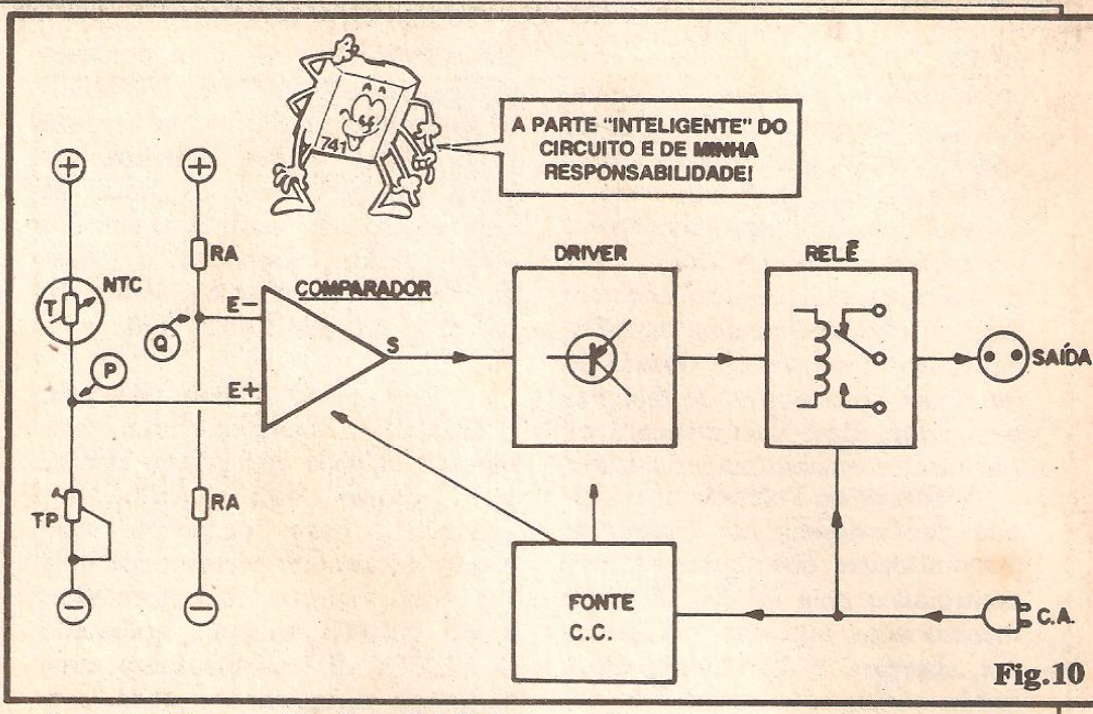
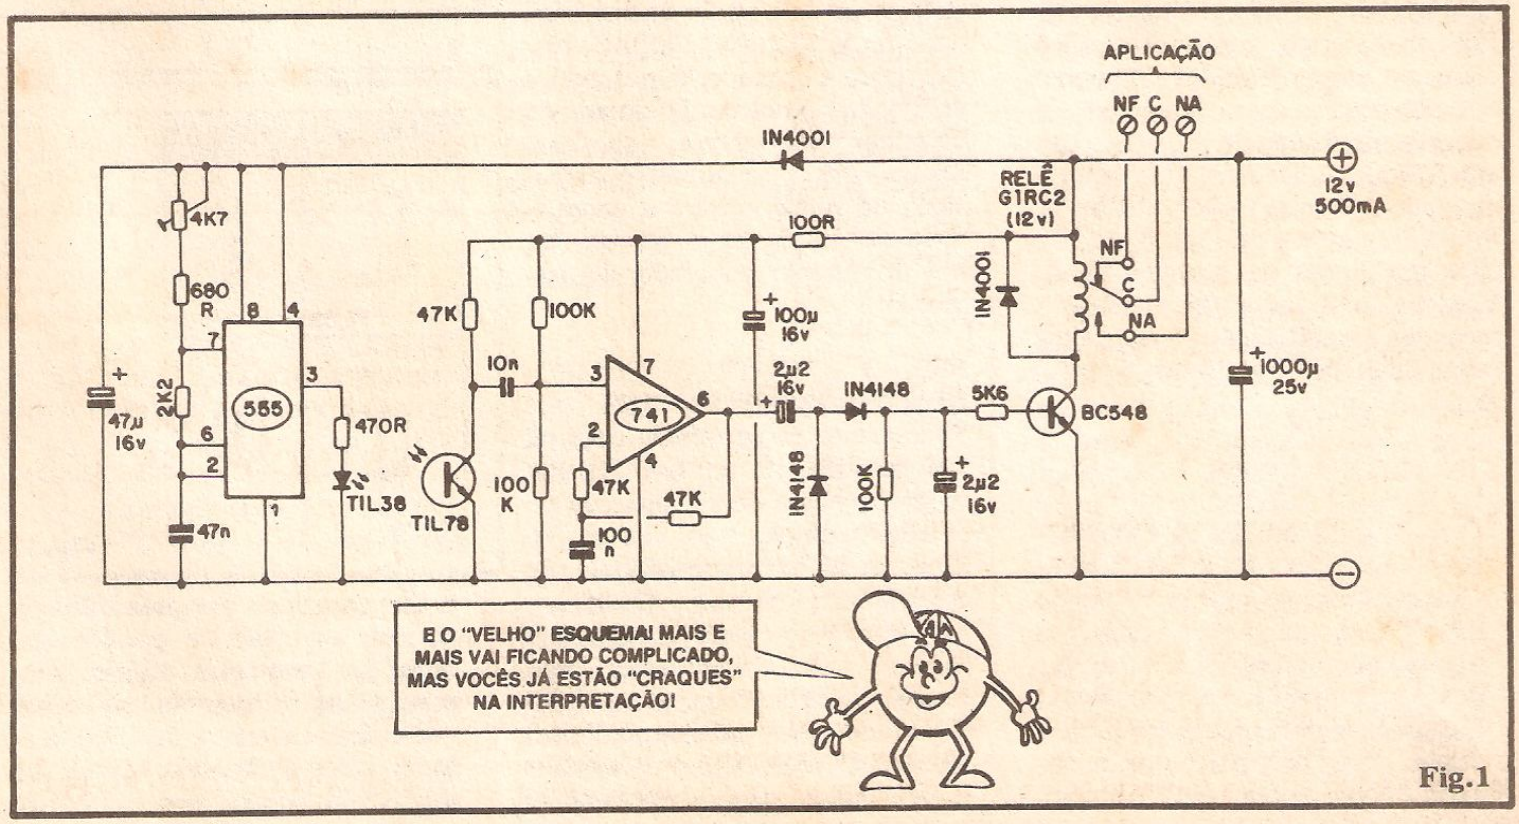

Fig.10
Fig.1
- FIG. 10 - O CIRCUITO - COMO FUNCIONA - O diagrama de blocos da figura mostra, claramente, os estágios, funções e "comportamentos" do circuito... Tudo está centrado na função comparadora executada pelo Integrado 741, o fantástico Amplificador Operacional estudado na parte Teórica da presente "Aula"... Observem que, como o Amp.Op. está alimentado por fonte única (12V nominais), a primeira providência para referenciar corretamente o funcionamento do bloco foi estabelecer um "zero central falso" para as Entradas do dito cujo, simplesmente conetando do seu pino **inversor** ao "nó" de um divisor de Tensão formado pelos resistores iguais, RA/RA (10K cada, revejam o "esquema", na fig. 1). Assim, a Entrada Inversora "vê", sempre a metade exata da Tensão geral de alimentação... A Entrada Não Inversora, por sua vez, está ligada a um outro "nó", estabelecido pelo sensor termo-resistivo (ao alto) e pelo resistor ajustável (em baixo). Em situação de "espera", é fácil ajustar-se TP para que este mostre o **mesmo** valor ôhmico momentaneamente assumido (é função da Temperatura "sentida", lembrem-se...) pelo NTC. Nessa condição, os pontos P e Q mostrarão idêntica Tensão, e a comparação executada pelo 741 resultará numa Saída em "zero", mantendo o transístor **driver** (um PNP) desligado... Não esquecer que o tal "zero", na Saída, devido à "falsa divisão gêmea" da fonte única, corresponde, na verdade, a 6V positivos, suficientes para bloquear totalmente o transístor (que "quer" polarização **negativa** na sua base, para "ligar"...) Quando, porém, a Temperatura "sobe" além do ponto ajustado, a queda do valor ôhmico no NTC automaticamente **eleva** o potencial no ponto P. desbalanceando as Entradas do comparador... Pelo seu enorme ganho natural, o 741 então "satura" a **base** do transístor driver com suficiente polarização, "ligando" o dito cujo, o qual, por sua vez, aciona a bobina do relê por ele comandado... Finalizando o processo, os contatos do relê se encarregar de, quando fechados, acionar a carga, diretamente alimentada pela C.A. local... Todos os blocos são energizados direta (caso da carga/contato de saída do relê) ou indiretamente pela C.A. local, sendo que o bloco comparador e **driver**, como precisam de Tensão C.C. baixa (12V), recebem-na da fonte interna do circuito, estruturada em torno do transformador, diodos, capacitor eletrolítico (rever fig. 1). Invertendo-se as posições relativas do NTC e do "seu" resistor ajustável, companheiro do termístor no divisor de Tensão que resulta no ponto P, tudo fica "ao contrário", com relação ao "sentido" em que a modificação da Temperatura monitorada determina o "gatilhamento" do circuito...
- FIG. 1 - O "ESQUEMA" DO CIRCUITO - Agora com a presença de dois Integrados, sendo um deles o 741, "dono" da presente "Aula", e o outro um 555 (que será objeto de "Aulas" inteiras, também "só pra ele", logo mais...) nos pontos principais do circuito, o Leitor/"Aluno" vai, lenta porém seguramente "se acostumando" a lidar - na prática - com esses fantásticos "super-componentes", verdadeiros mini-circuitos embutidos numa caixinha preta cheia de pernas... Conforme dissemos aí atrás, no texto de entrada referente à montagem anterior (MP-30), quanto à "leitura" de esquemas, os "Alunos" aplicados e assíduos do ABC não têm mais o menor "terror"... Aos novatos (gente que só agora, safados, estão chegando à Escola...) um conselho e uma explicação: primeiro adquirir, urgentemente, as "Aulas" anteriores, de modo a poder entrar em fase com o restante da Turma (tem um Cupom, por aí, em outro lugar da Revista, específico para a solicitação de exemplares já publicados do ABC...); segundo, considerar sempre que um "esquema" ou diagrama de circuito nada mais é do que uma espécie de "mapa" do arranjo de componentes e suas inter-conexões (mais as indicações dos acessos externos...), "juntados" para funções e intenções específicas... Num mapa **mesmo**, temos lá a representação de rios, montanhas, mares, etc., além dos conceitos de distâncias, profundidades, altitudes, etc., tudo através de símbolos e códigos que qualquer pessoa, após pequeníssimo treinamento, é capaz de interpretar... Da mesma forma ocorre num "esquema": lá estão as **representações** dos Integrados, transístores, resistores, capacitores, etc., além de suas mútuas ligações, códigos de valores e/ou parâmetros... Basta conhecer os significados individuais dos símbolos para, em breve tempo, intuir com precisão o que o esquema representa, como um todo!